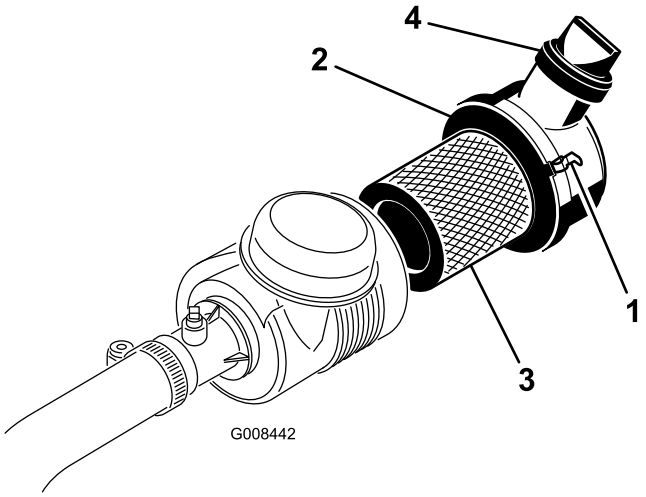

Figur 37
1. Åbn låsene, der fastgør luftfilterdækslet til luftfilterhuset (Figur 37).
6. Monter dækslet igen, og fastgør låsene (Figur 37).